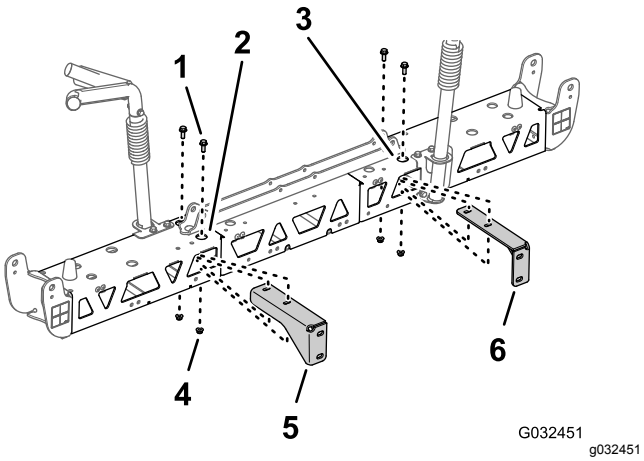

Figur 54
2. Innrett hullene i høyre støttebrakett med hullene i høyre støtteramme, som vist i Figur 54.
3. Monter høyre støttebrakett til høyre støtteramme (Figur 54) med de to flenshodeboltene (3/8 x 1 tomme) og to flenslåsemutterne (3/8 tomme) som du fjernet i trinn 2 og 3 av Fjerne støttebrakettene fra den midtre sprederseksjonen (side 23).
4. Gjenta trinn 2 og 3 for venstre støttebrakett ved venstre støtteramme (Figur 54).